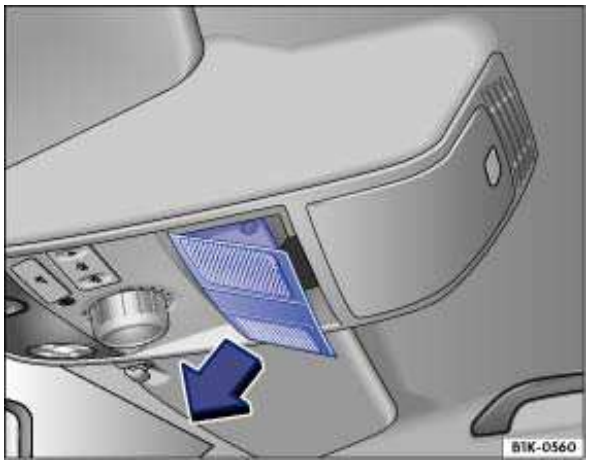

Fig. 153 In headliner: Removing cover.
1. Remove the cover in direction of the arrow ⇒ fig. 153.